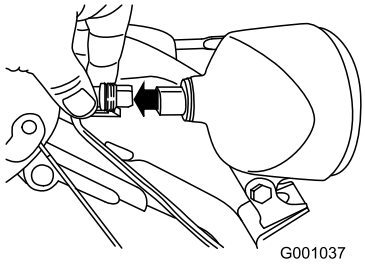

Rysunek 55
1. Odłącz wtyczkę przewodu z tyłu reflektora (Rysunek 55).